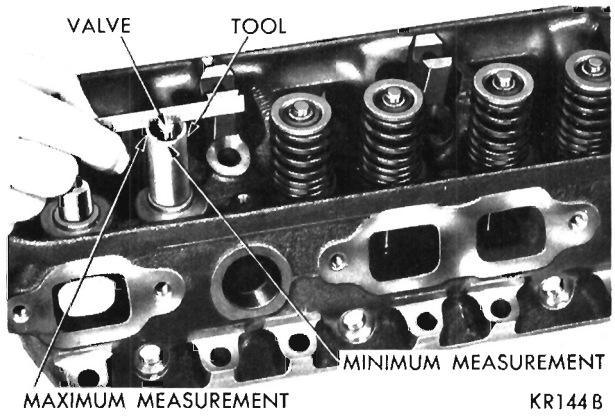

Fig. 16—Measuring Valve Stem Length
(2) Inspect valve seat with Prussian blue to determine where valve contacts seat. To do this, coat valve seat lightly with Prussian blue, then set valve in place. Rotate valve with light pressure. If the blue is transferred to the center of the valve face, the contact is satisfactory. If the blue is transferred to the top edge of the valve face, lower the valve seat with a 30° stone. If the blue is transferred to the bottom edge of the valve face raise the valve seat with a 60° stone.
(3) When the seat is properly positioned the width of the intake seats should be 1/16 to 3/32 inch. The width of the exhaust seats should be 3/64 to 1/16 inch.
(4) Measure the concentricity of the valve seat using dial indicator No. 13725. The total runout should not exceed .003 inch (total indicator reading).
(5) When valves and seats are reground, the position of the valve in the cylinder head is changed, shortening the operating length of the hydraulic tappet. This means that the plunger is operating closer to its "bottomed" position, and less clearance is available for thermal expansion of the valve mechanism during high speed driving.
(6) The design of the valve mechanism includes a safety factor to allow for a limited amount of wear, and the refacing of the valves and seats.
(7) To insure that limits have not been exceeded, the dimension from valve spring seat in the head to the valve tip should be measured with gauge, Tool C-3648 (Fig. 16).
(8) The end of the cylindrical gauge and the bottom of slotted area represent the maximum and minimum allowable extension of the valve stem tip beyond the spring seat.
(9) If the tip exceeds the maximum, grind stem tip to within gauge limits. Clean tappets if tip grinding is required.